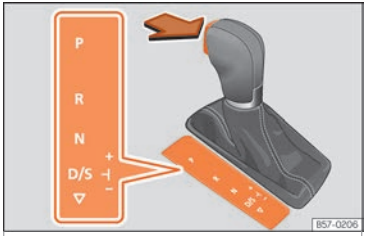

Fig. 247 Bloqueo de la palanca selectora.
– Pise el pedal de freno *y*, a la vez, mantenga pulsada la tecla de bloqueo en el sentido que indica la flecha ››› **fig. 247**.